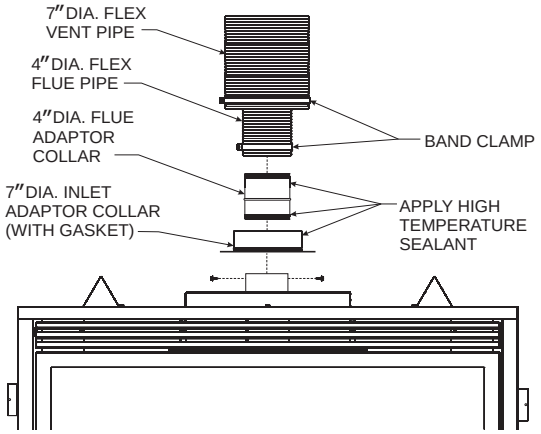

**Figure 61**
10. Apply sealant to the outside of the flue pipe adapter and connect to the flex flue pipe. Then insert the adapter into the fireplace flue. Secure flue adapter to the fireplace flue with a minimum of two screws provided. **See Figure 61.**